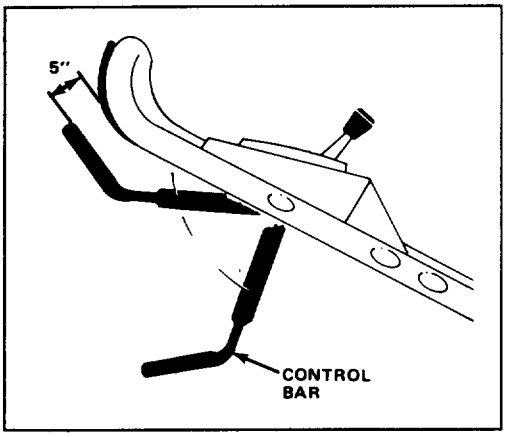

Figure 13
2. Push the control bar shown to the lowest position (Fig. 13). This "latches" the mechanism prior to engaging the blade.
6. Push the control bar down to its lowest position, latching the mechanism (Fig. 13).
7. Slowly lift the control bar to a point where the bag just begins to inflate (about 5" below the handle) (Fig. 13). This indicates that the mower blade is engaged and has begun to rotate.